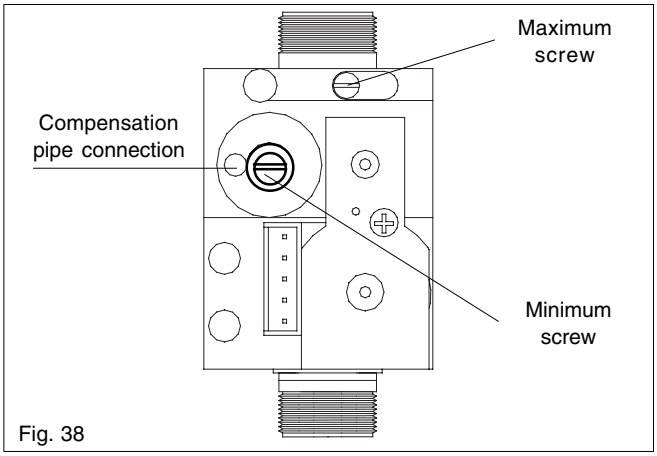

Fig. 38
- using a suitable screwdriver, very slowly turn the maximum adjustment screw (see fig. 38) - clockwise to decrease, counter clockwise to increase - until the correct value is displayed on the CO_2 analyser (allow time for the analyser to stabilise).
- using a suitable screwdriver, very slowly turn the minimum adjustment screw (see fig. 38) - clockwise to increase, counter clockwise to decrease - until the correct value is displayed on the CO_2 analyser (allow time for the analyser to stabilise).